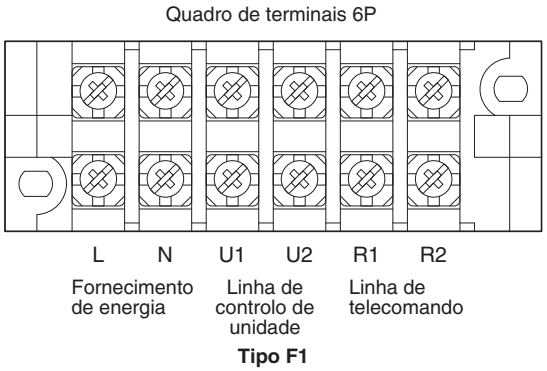

Fig. 4-2
(1) Consulte a Secção 4-2. “Comprimento e diâmetro do fio recomendado para o sistema de fornecimento de energia” para a explicação de “B”, “C”, “D” e “E” nos diagramas acima.
(2) O diagrama de ligação básica da unidade interior mostra os quadros de terminais e, portanto, os quadros de terminais no seu equipamento podem diferir do mostrado no diagrama. (Fig. 4-2)
(3) O endereço do circuito do refrigerante (R.C.) deve ser definido antes de ligar a alimentação.
(4) Com respeito à definição do endereço R.C., consulte as instruções de instalação fornecidas com o telecomando (opcional). A definição automática do endereço pode ser executada automaticamente pelo telecomando. Consulte as instruções de instalação fornecidas com o telecomando (opcional).